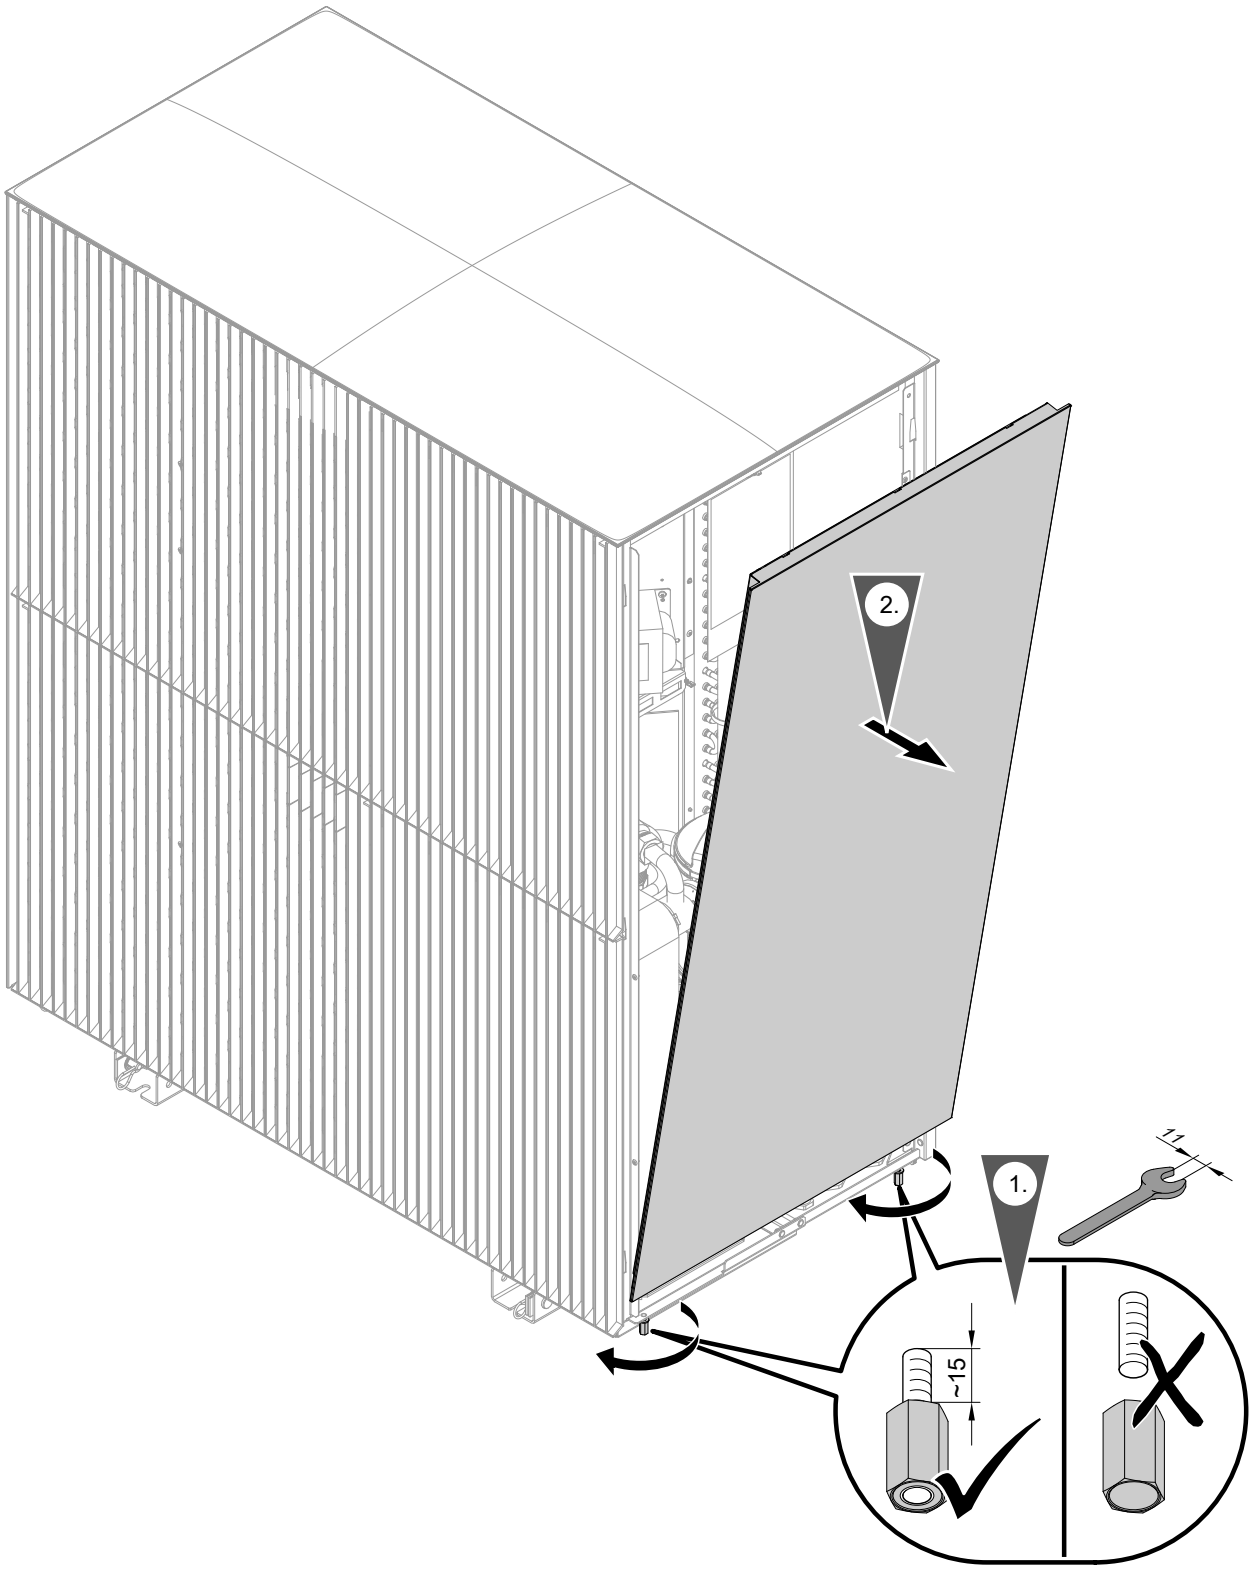

Abb. 93
1. Seitenverkleidung rechts abbauen: Siehe Abb. 93.
6. Seitenverkleidung rechts abbauen: Siehe Abb. 93.